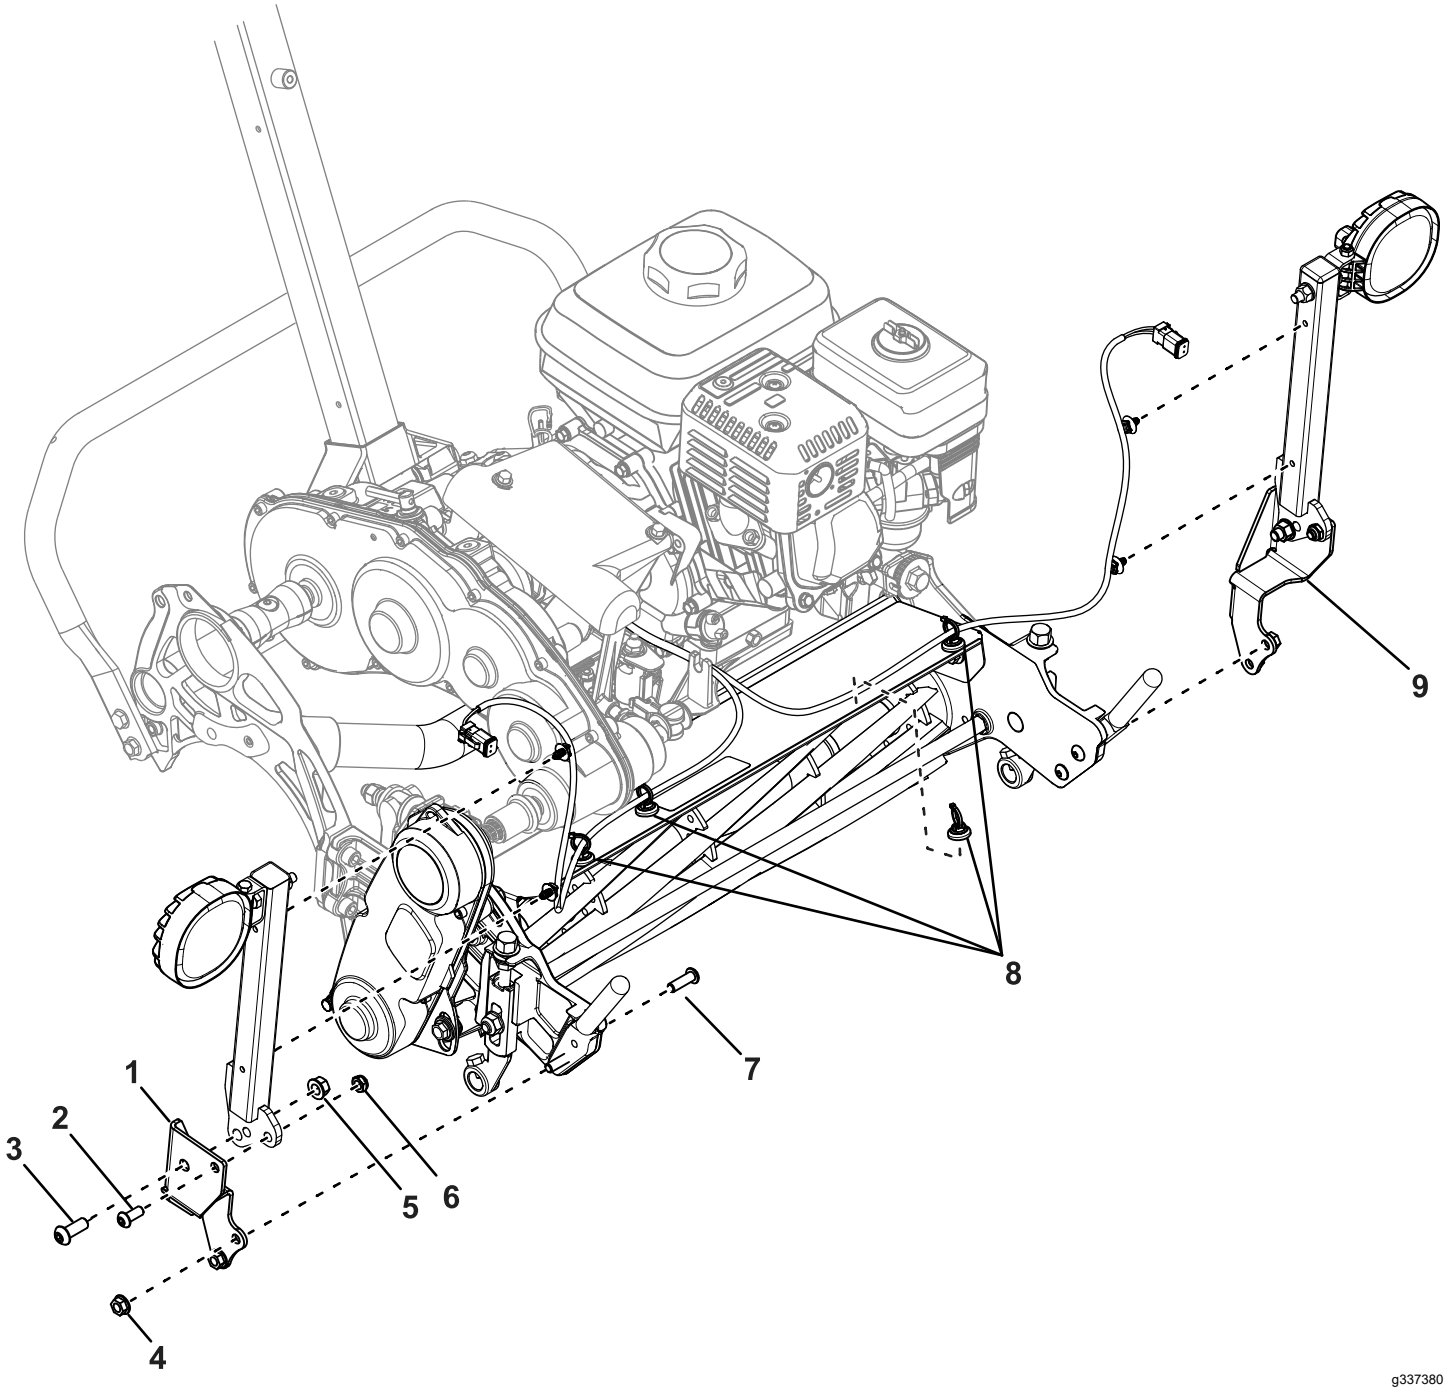

图 2
1. 用 2 个内六角头螺丝5/16 英寸、2 个锁紧螺母、2 个内六角头螺丝⅜ 英寸和 2 个凸缘螺母⅜ 英寸将灯支架固定到安装支架上图 2。
3. 用 4 个螺栓和 4 个凸缘螺母5/16 英寸将安装支架固定到滚刀组集草斗支架上图 2。
4. 将线束支架安装到图 2所示区域。